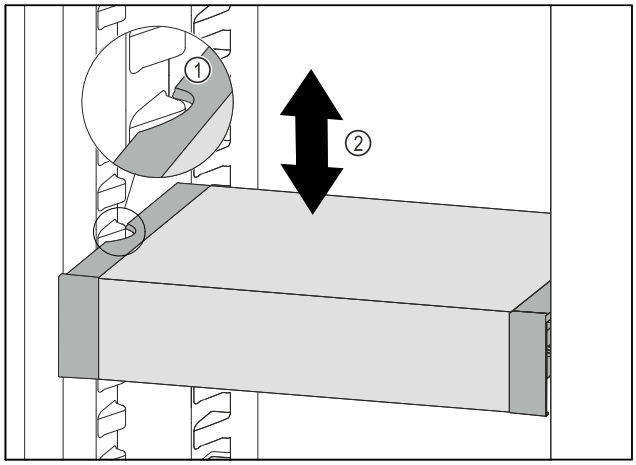

Fig. 133
▶ Tirer le VarioSafe vers l'avant jusqu'à ce que les encoches latérales du VarioSafe soient à la hauteur de la nervure du bac dans la partie réfrigérateur. *Fig. 133 (1)*
▶ Déplacer le VarioSafe vers le haut ou vers le bas dans la partie réfrigérateur jusqu'à ce que la hauteur souhaitée soit atteinte. *Fig. 133 (2)*